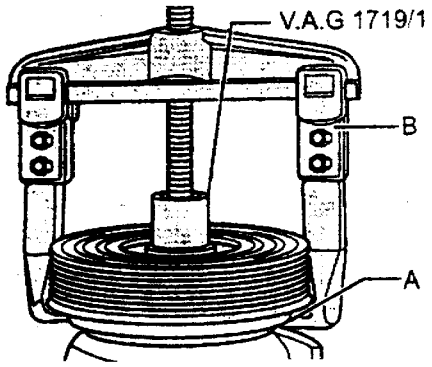

图 8－39
④装上皮带盘。如图 8－40 所示，用专用工具 V.A.G1719/2 和塑料榔头将皮带盘装上（敲上去）